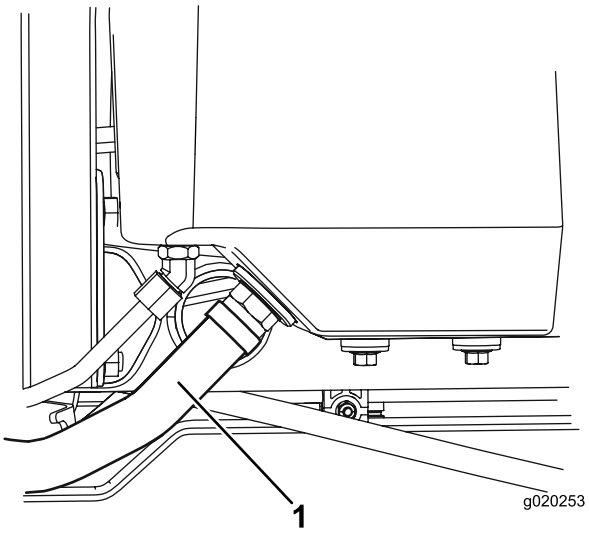

Figur 63
2. Koppla bort den stora hydraulslangen (Figur 63) från behållaren och låt hydraulvätskan rinna ut i ett kärl. Sätt